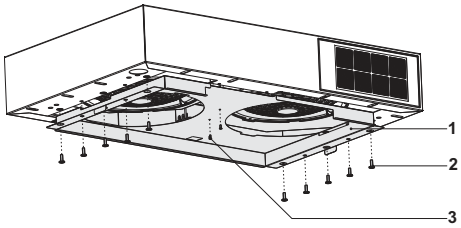

Abb. 7
3. Entfernen Sie das Abdeckblech der Motorbox (Abb. 7).